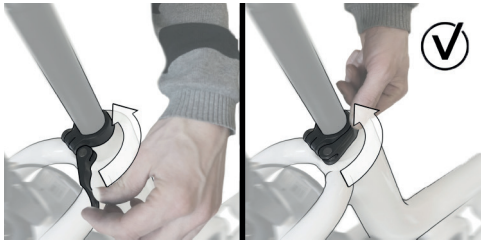

Afbeelding 8: Sluit de snelspanner zadelpen
3. Sluit de snelspanner zadelpen volledig door deze tegen de zadelpenklem te drukken (zie afbeelding 8).